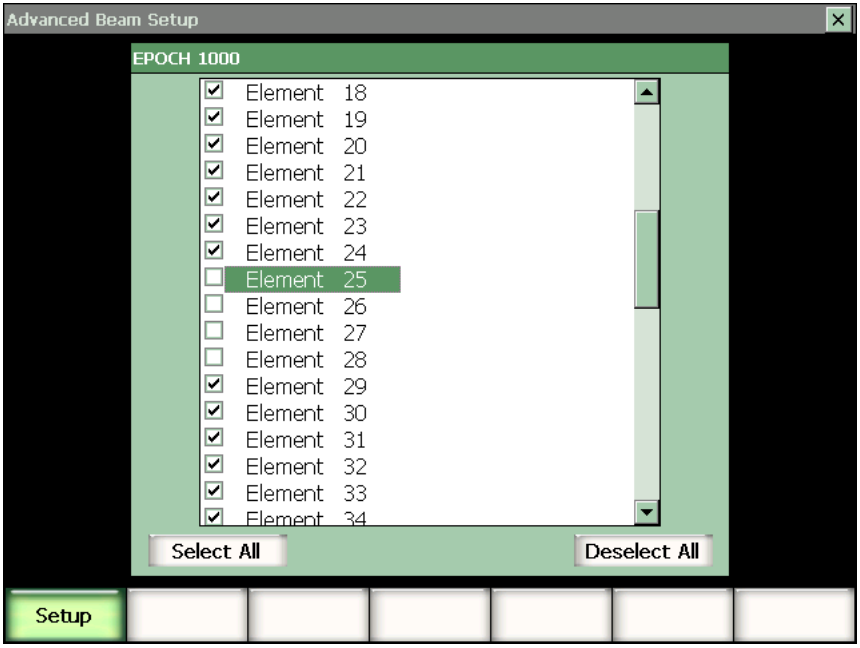

Figure 12-11 Selecting elements to deactivate
2. Highlight **Element Deactivation**, and then press **Setup** to view a list of all probe elements (see Figure 12-11 on page 319).